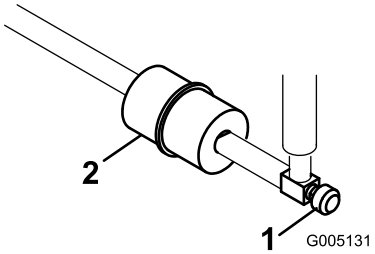

**Figure 45**
Le filtre à carburant est incorporé dans la conduite d'alimentation, entre le réservoir de carburant et le carburateur (Figure 45). Vérifiez que la flèche qui se trouve sur le filtre pointe bien dans la direction opposée au réservoir de carburant.
1. Fermez le robinet de carburant, desserrez le collier de flexible côté carburateur et débranchez la conduite d'alimentation du filtre (Figure 45).
2. Placez un bac de vidange sous le filtre, desserrez l'autre collier de flexible et déposez le filtre (Figure 45).